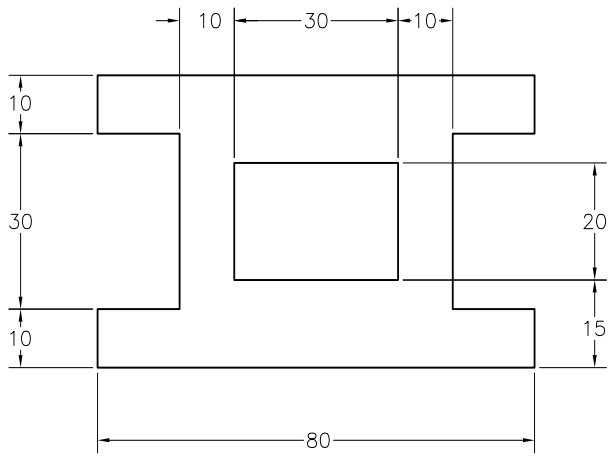
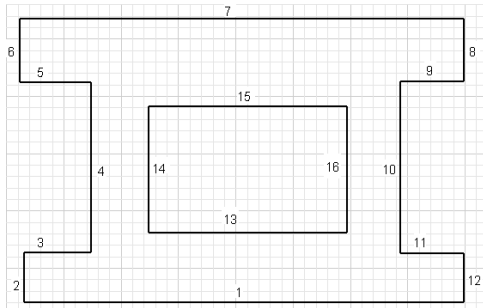

Figure 3-48 *Dimensioned sketch for Tutorial 1*
Figure 3-49 *Initial sketch drawn using the sketching tools*
In this tutorial, you will draw the sketch shown in Figure 3-48. This sketch is the same as the one drawn in Tutorial 2 of Chapter 2. After drawing the sketch, you will add the required constraints and then dimension it. **(Expected time: 30 min)**
b. Draw the initial sketch by using the **Line** and **Two point rectangle** tools, refer to Figure 3-49.
1. Using the **Line** and **Two point rectangle** tools, draw the required sketch similar to the one shown in Figure 3-48. You do not need to draw the sketch to the exact length. Use the temporary tracking option for drawing the sketch. For your reference, all lines in the sketch are numbered, see Figure 3-49.
It is evident from Figure 3-49 that some of the lines need to be of the same length. For example, lines 1 and 7, lines 2 and 6, lines 8 and 12, and so on. To make the lines of the same length, you can use two options. In the first option, you can assign dimensions to all these lines. However, this will increase the number of dimensions in the sketch. In the second option, you can apply constraints that will force the lines to maintain an equal length. You can apply the **Equal** constraint to all the lines having the same length. This constraint will relate the length of one of the lines with respect to the other. Now, if you dimension any one of the related lines, all other lines related to it will be forced to acquire the same dimension value. The **Equal** constraint is applied in pairs.
1. Choose the **Dimension** tool from the **Constrain** panel of the **Sketch** tab. Alternatively, right-click anywhere in the graphics window and then choose **General Dimension** from the Marking menu displayed. Next, select line 1, refer to Figure 3-49.